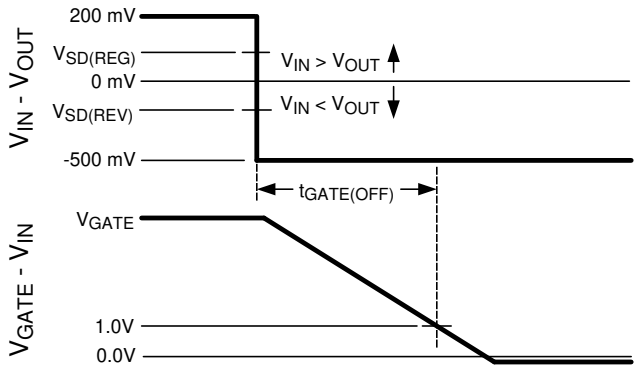

Figure 1. Gate OFF Timing for Forward to Reverse Transition
(2) Time from V_{IN}-V_{OUT} voltage transition from 200 mV to -500 mV until GATE pin voltage falls to V_{IN} + 1 V. See Figure 1.